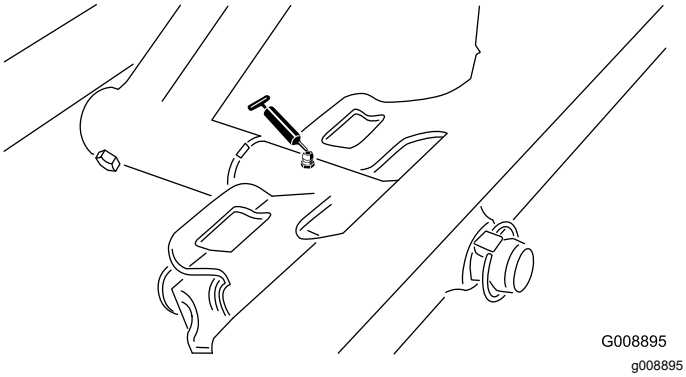

Figur 61
- Främre klippenhetstapp (Figur 61)